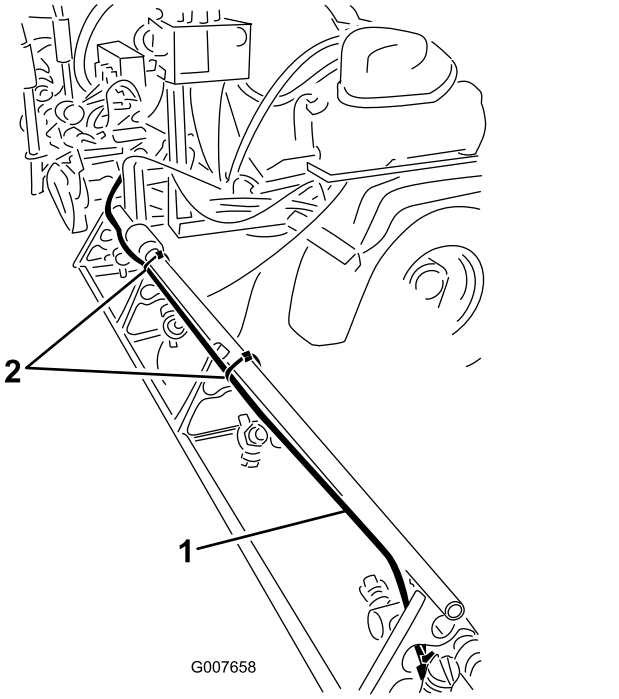

Figur 14
4. Dra rörsystemet längs baksidan av den övre stödstången på den yttre sprutrampssektionen enligt Figur 14.
6. Fäst rörsystemet vid den yttre sprutrampssektionen med kabelband enligt Figur 14.